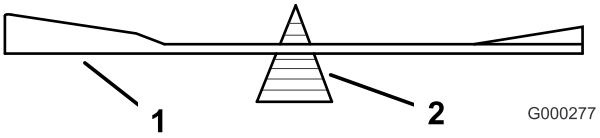

Figur 93
2. Kontroller knivens balance ved at placere den på en afbalanceringsenhed (Figur 93).